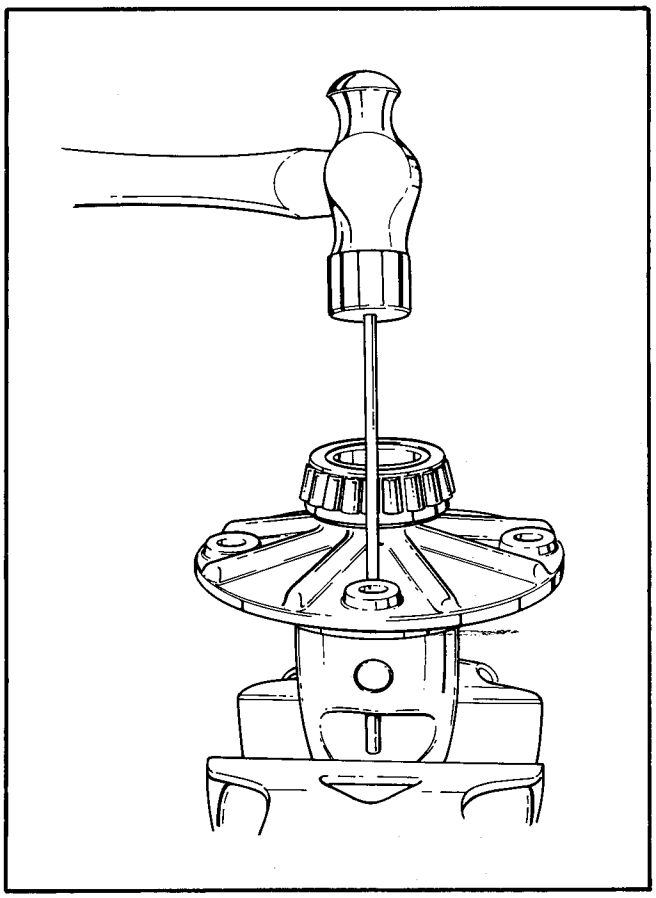

Figure 30 – Installing Lock Pin
d. Align lock pin hole in pinion mate shaft (14) with hole in case and drive lock pin (9) to approximate center location of pinion mate shaft, Figure 30.